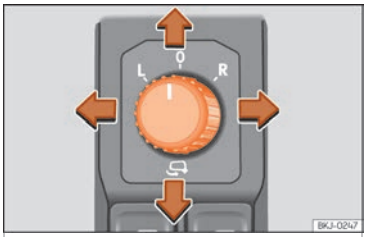

Fig. 149 Comando dos retrovisores exteriores.
1. Em primeiro lugar, rodar o comando ››› Fig. 149 para a posição **L** (**retrovisor esquerdo**).
– Rode o comando ››› Fig. 149 até à posição para rebater os retrovisores exteriores. Para evitar danos no veículo, deve recolher os retrovisores exteriores sempre que o veículo entre numa lavagem automática.